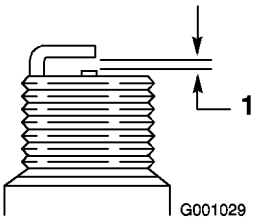

Figur 53
4. Still mellomrommet mellom elektrodene på tennpluggen til 0,76 mm (Figur 53).